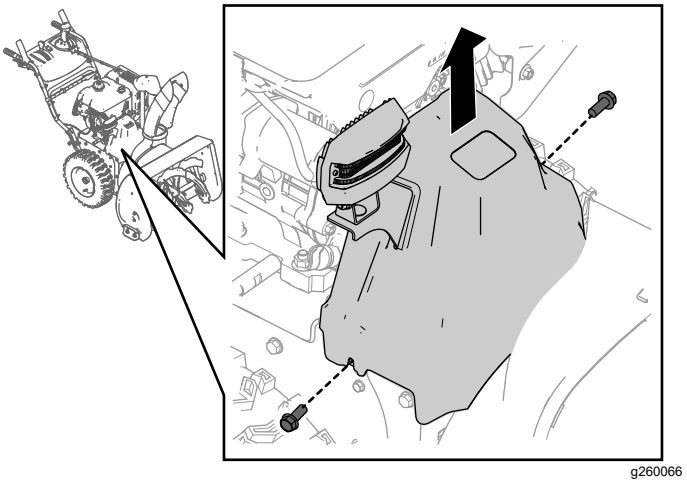

Figure 34
1. Enlevez les 2 vis de fixation du protège-courroie (Figure 34).
2. Déposez le protège-courroie (Figure 34).